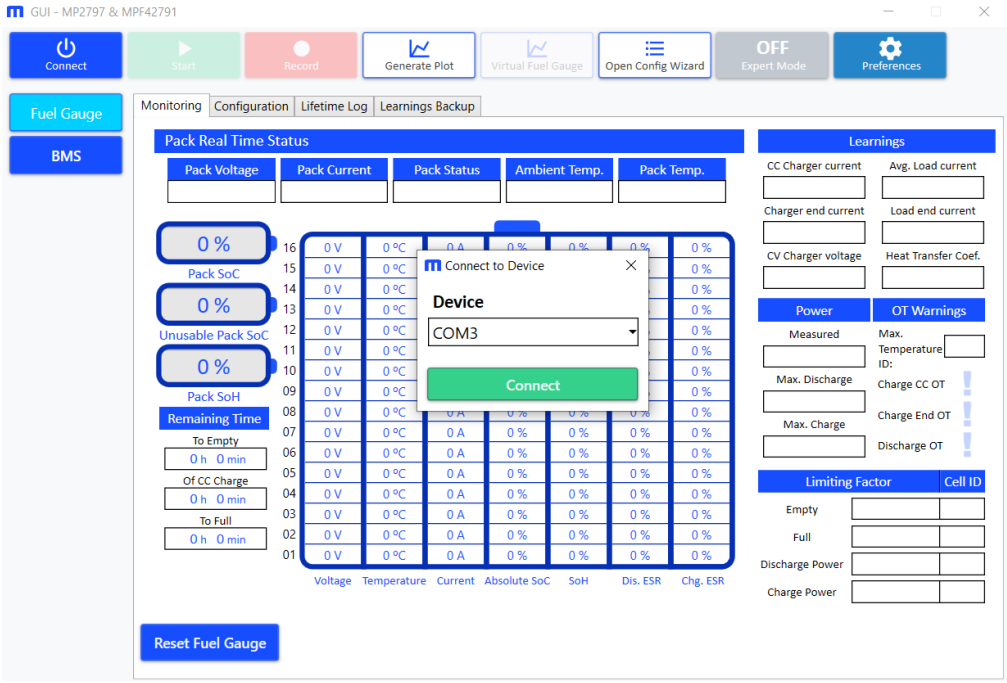

Figure 32: BMUxxS-P100-x Connection to the PC
7. If the PC correctly identified the COM port, the device should be listed in the drop-down menu (see Figure 32).